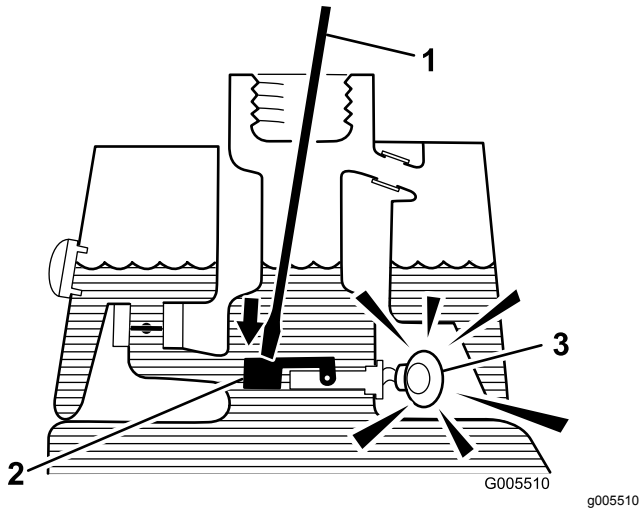

Figur 53
3. Sett en ren stang eller skrutrekker inn i tankåpningen, og trykk oljenivåflytebryteren forsiktig ned (Figur 53): Alarmen skal gå etter tidsforsinkelsen på ett sekund.